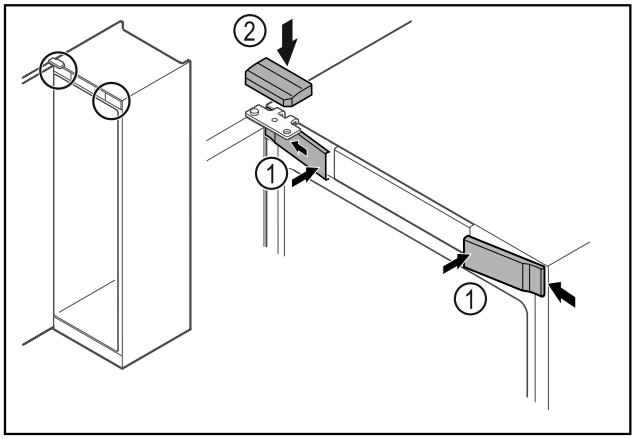

Fig. 23
- ▶ Acroșați apărătorile frontale *Fig. 23 (1)* lateral și fixați-le în poziție.
- ▶ Fixați în poziție apărătoarea superioară *Fig. 23 (2)* de sus.